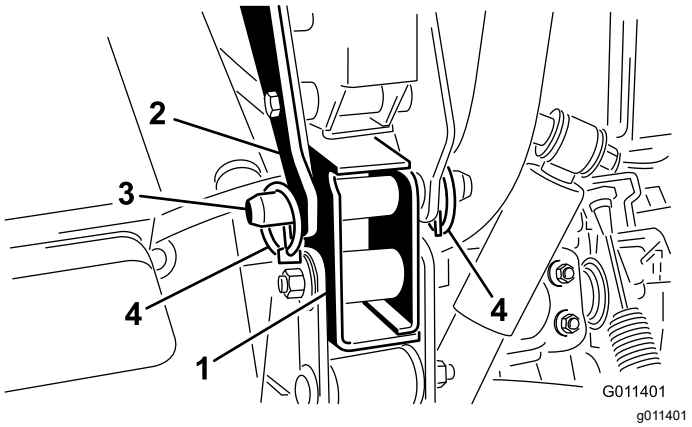

**Figuur 9**
7. Bevestig de achterste montagebeugels aan het frame van het Workman voertuig met een gaffelpen en 2 borgpennen (Figuur 9).